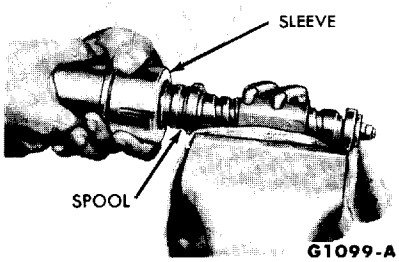

FIG. 13—Valve Spool Sleeve Removal
1. Position the ball nut assembly in a vise. Use a clean cloth in the vise to protect the ball nut assembly. Remove the valve spool sleeve from the torsion bar assembly (Fig. 13). Remove the O-ring from the sleeve.